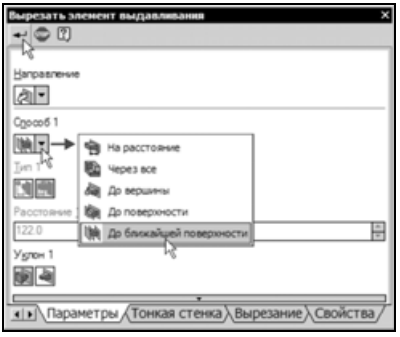

Рис. 5.204
- На этом построение эскиза паза закончено. Закройте эскиз и выполните операцию **Вырезать выдавливанием** в прямом направлении на расстояние 10 (рис. 5.204).